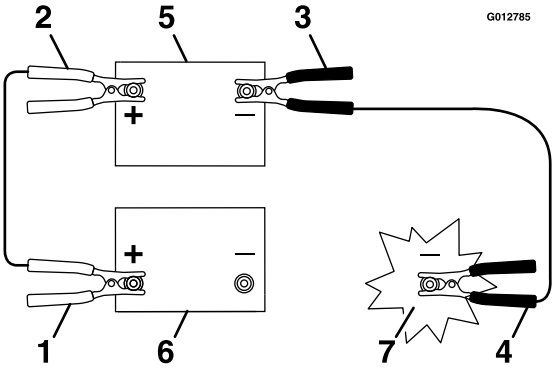

Figur 56
3. Anslut pluskabeln (+) till pluspolen (+) på det urladdade batteriet som är anslutet till startmotorn eller elektromagneten enligt Figur 56.